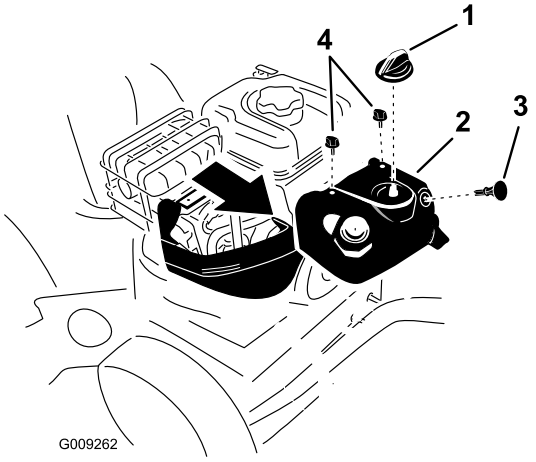

Figur 43
Merk: For å få tilgang til tennpluggen, må du først fjerne øvre snøpanser (Figur 43).
1. Ta ut chokeknotten og tenningsnøkkelen (Figur 43).
2. Fjern de to skruene som fester øvre snøpanser til snøfreseren (Figur 43).